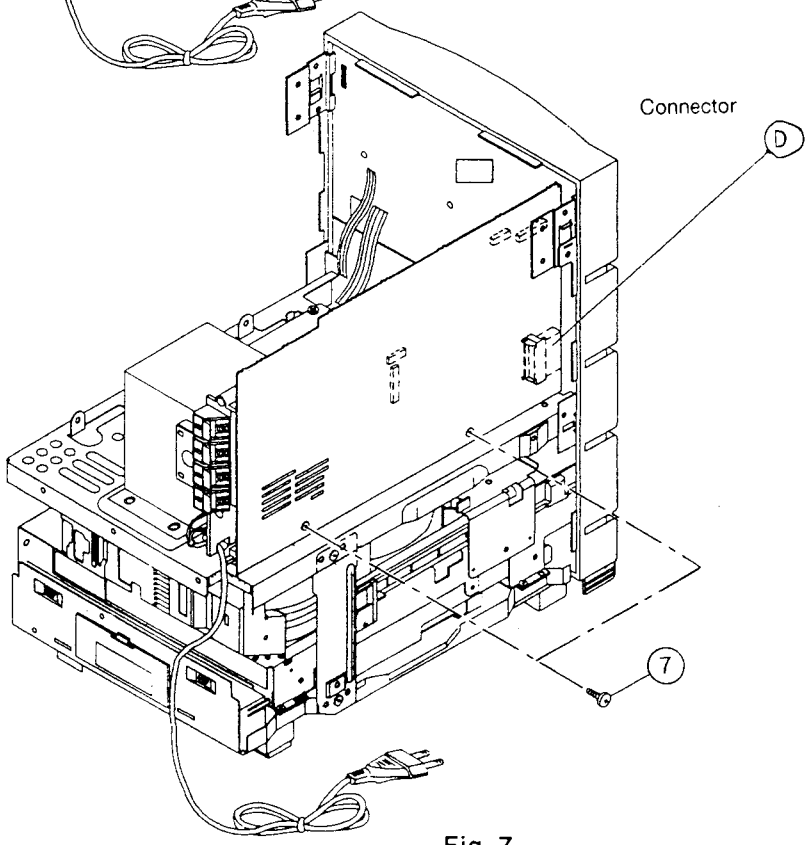

Fig. 7
(1) Remove 3 screws ⑥ from the center chassis.
(2) Disconnect 10 connectors Ⓑ from the TA P.W.B.
(3) Gently pull the TA P.W.B. free from the 1 connector Ⓒ on the Display P.W.B.
7. **Removal of TD P.W.B. (Fig 7)**